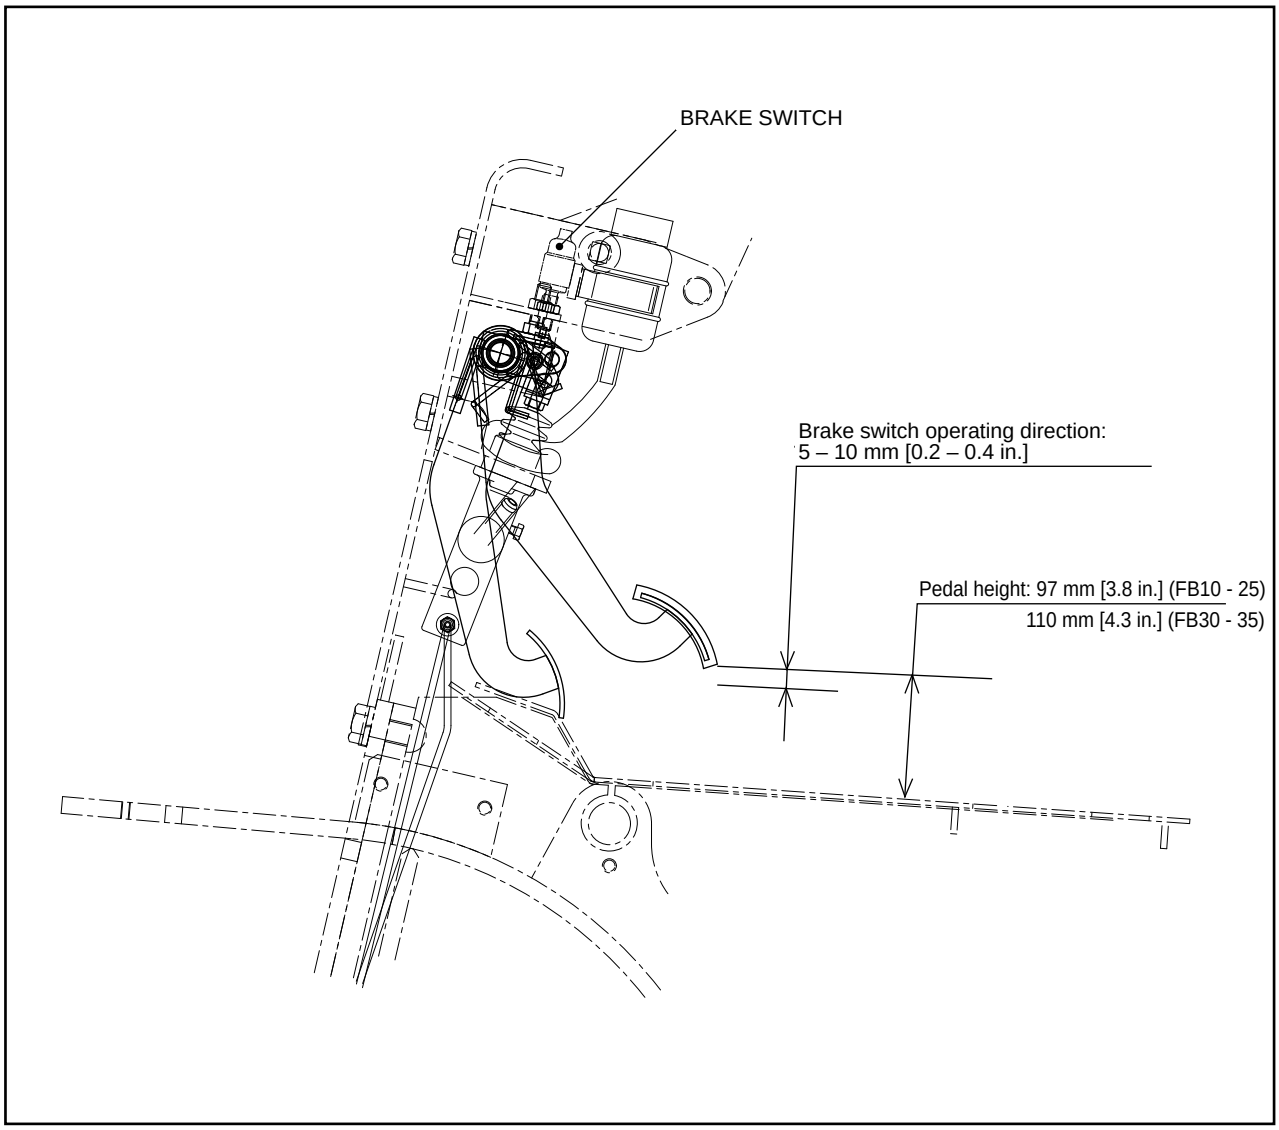

Fig. 5.29
(1) Shorten the push rod length of the master cylinder.
(2) Using the stopper bolt, adjust the pedal upheight to the value shown in Figure 5.29.
(3) Keeping the pedal pressed down by the pedal play, extend the push rod so that its tip contacts the piston of the master cylinder.
(4) Securely tighten the push rod by its lock nut.
(1) Make sure that the pedal upheight is the value shown in Figure 5.29. Loosen the brake switch lock nut.
(2) Remove the brake switch lead wire from the connector.
(3) While turning the brake switch and pressing down the brake pedal by 5 to 10 mm [0.2 to 0.4 in.], check and find the position where the switch turns ON.
(4) Secure the brake switch with the lock nut.